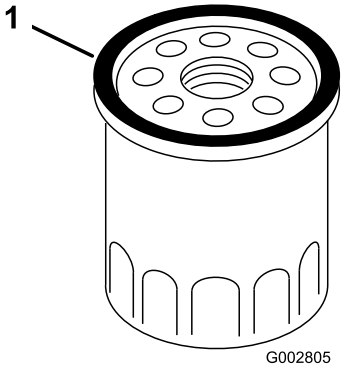

Figur 31
7. Brug fingeren til at smøre pakningen på det nye filter med olie (Figur 31).